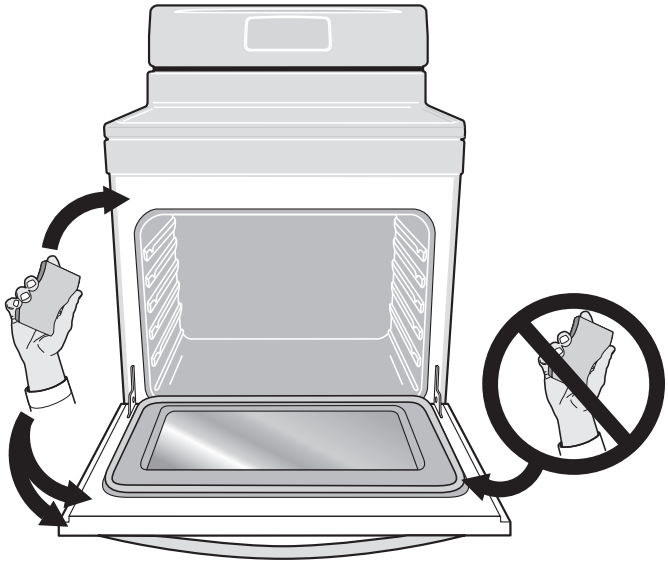

Figure 11: Nettoyer le pourtour du joint de la porte du four
1. Retirer le capuchon et la tête de brûleur (voir Figure 11). Nettoyer à l'eau chaude savonneuse et sécher soigneusement.